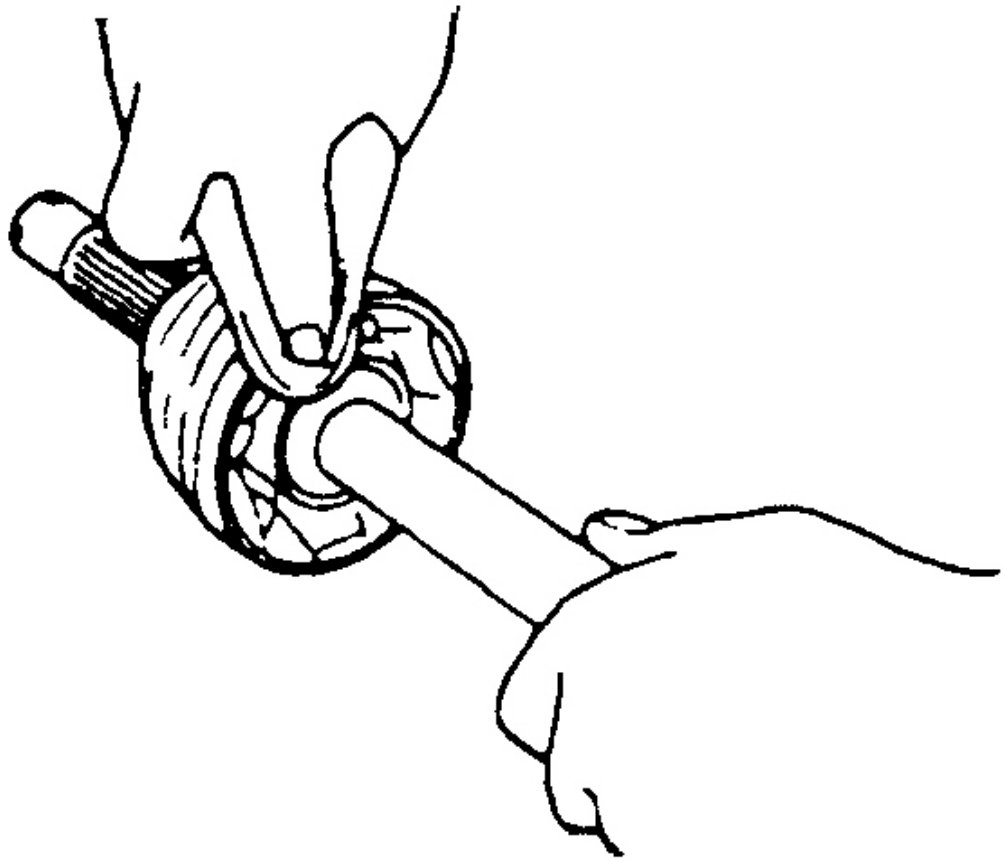

Fig. 22: Inspección Semieje
1. Verificar las estrías del eje del eje de desgaste, daño, la flexión o la corrosión. Ver **La Fig. 22** .